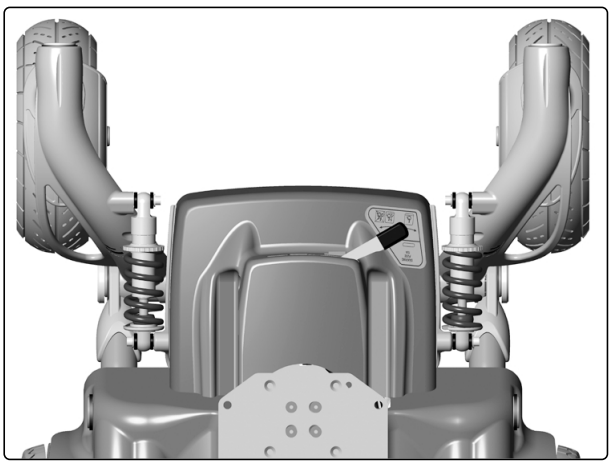

Abb. 17. Stoßdämpfer vorne.
3. Entfernen Sie die beiden Stoßdämpfer-Halteschrauben, s. Abb. 17 und 19.